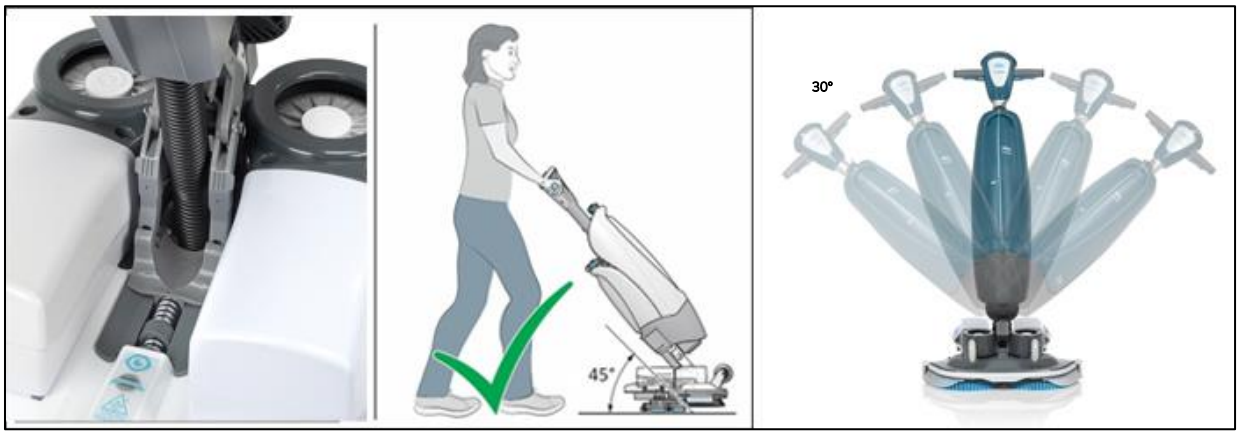

Figure 19
10. The i-balancer. (figure 19)